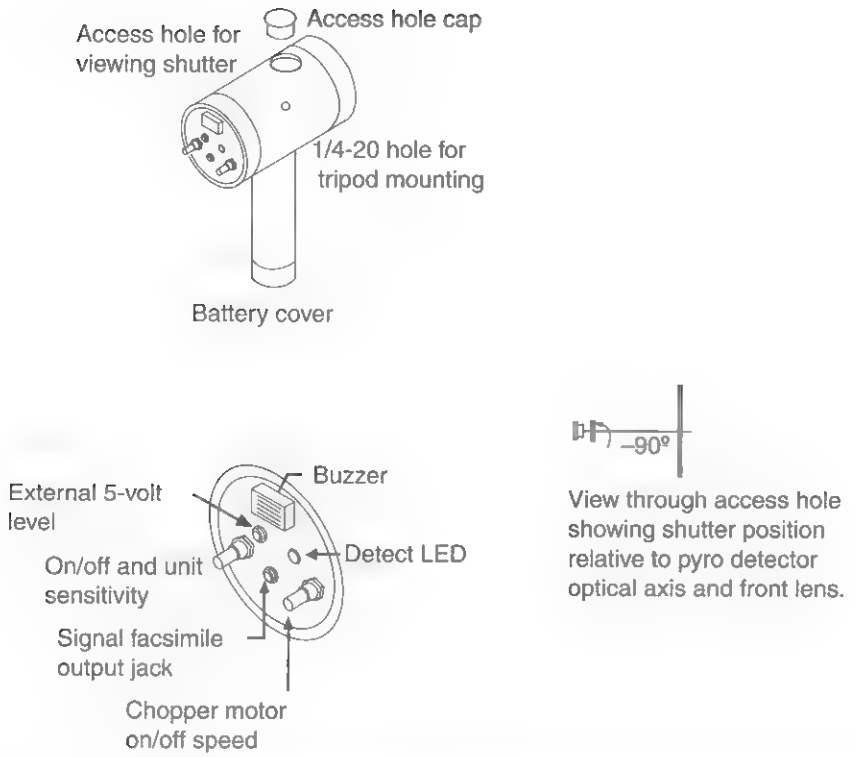

Figure 37-7 *Final assembly view*
21. Finally, assemble the device as shown in Figure 37-7 and proceed to use it as outlined in the instruction section.